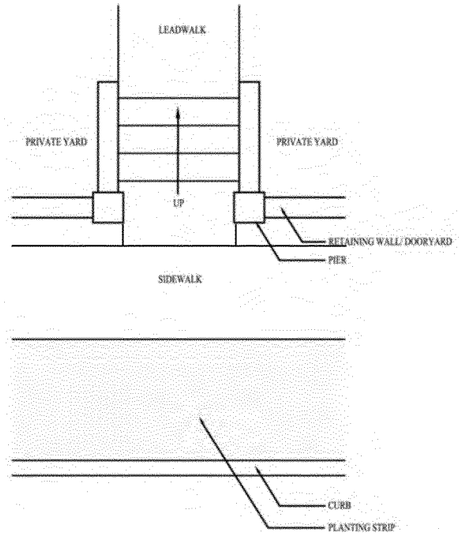
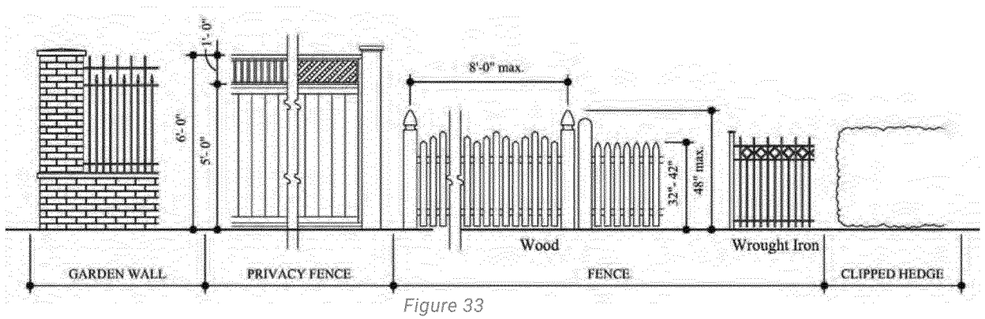

*Figure 30*
*Figure 33*
- Rear-yard privacy fences shall be a maximum of 6’ in height, including any top lattice or spaced picket portion. See Figure 33.
- Residential side yard fences taller than four(4) feet in height must be set back at least ten (10) feet from the front corner of the facade.
- Brick or stone piers may mark the pedestrian entrance to a private yard. See Figure 30.
- Lot leadwalks shall connect with street sidewalks and/or driveways. See Figure 30.
- Brick or stone piers and/or garden walls shall be set 12” minimum and 24” maximum off street sidewalks. See Figure 30.